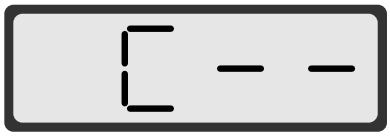

Bild 10.6-4. Anzeige während der Aufwärmphase
Hat das Modul den Selbsttest bestanden, beginnt für ca. 30 s die Aufwärmphase. In dieser Zeit erscheinen auf dem Display statt der Meßwerte zwei Striche. Die Anzeige wechselt zwischen $etCO_2$-Wert (C) und Atemfrequenzwert (A), (Bild 10.6-4).